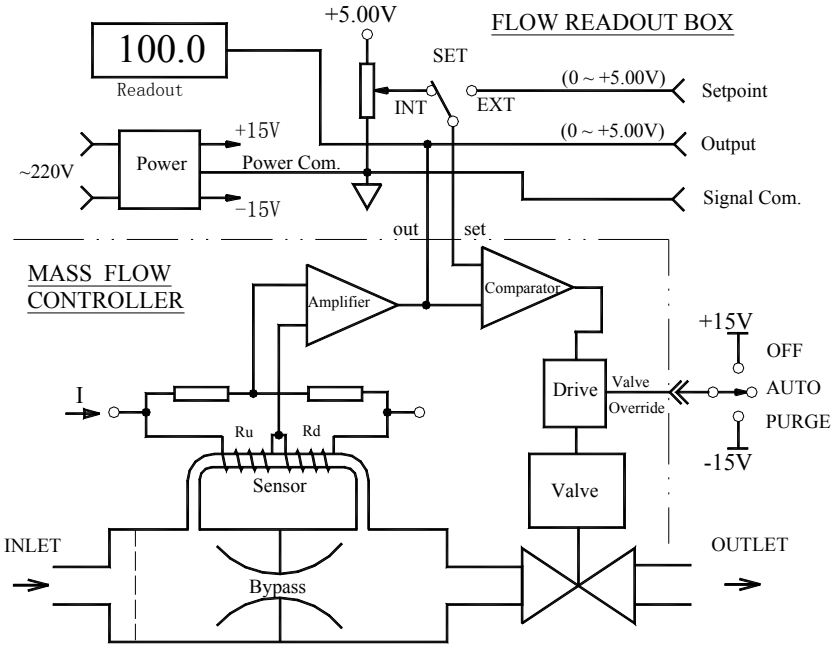
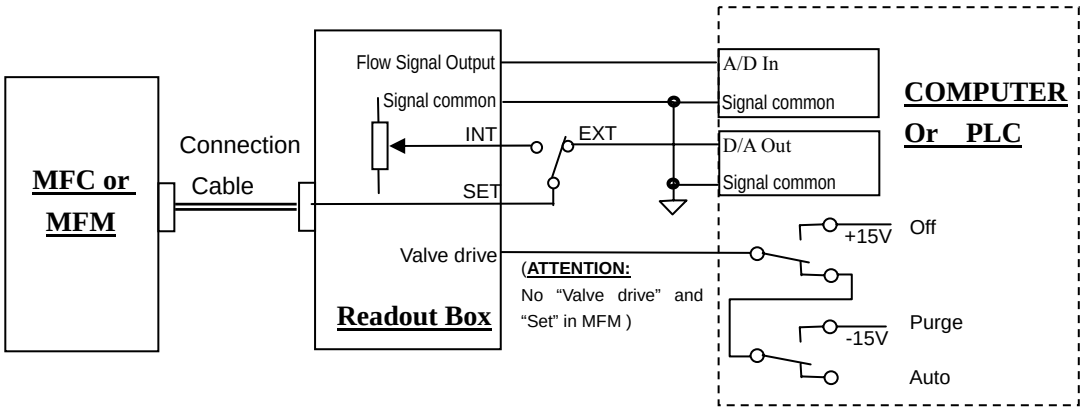

Figure3. Principle of MFC
Figure9. Connection with PC through Readout Box
**a**. Connection through Flow Readout Box with PC or other external signal. (Figure 9)
Please find the reference in Figure 1 and Figure 9，it should set the switch of displayer to the
When the valve switch sets to AUTO position, users could perform valves drive wire of external control signal socket, please find the reference in Figure 3 and Figure 9. When valve drive wire connects with +15 V, valves will be shutoff; when valve drive wire connects with –15 V, valves will be turned to the top of maximum to purge position; when valve drive wire hangs in the air, it’s in the auto-control situation.